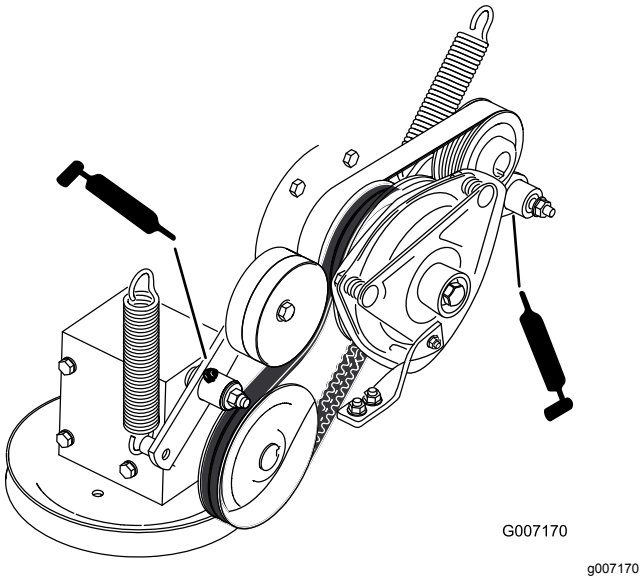

Figur 43
7. Smörj kraftuttagets mellandrevsarm (Figur 43).
8. Smörj pumpremmens mellandrevsarm (Figur 43).